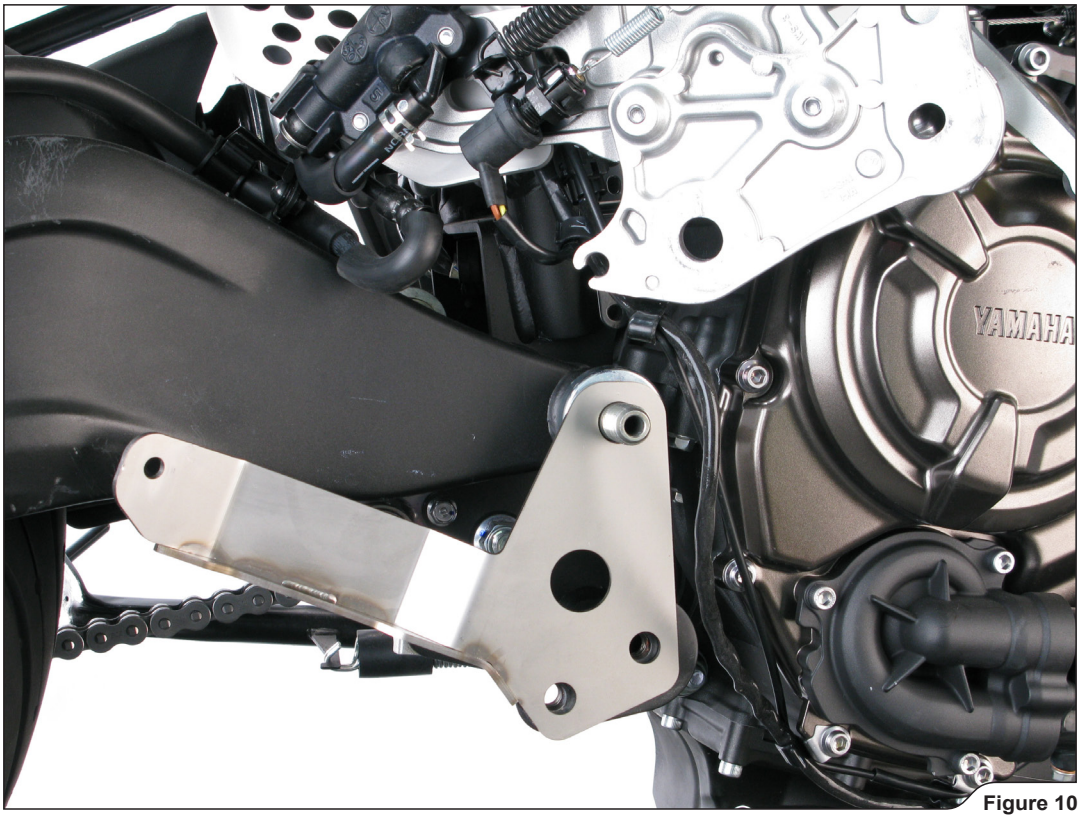

Figure 10
2. Assemble the muffler's bracket from Akrapovič installation kit as shown; tighten the stock swing arm's pivot nut and stock bracket bolts to the specified torque **(Figure 10, 11).**